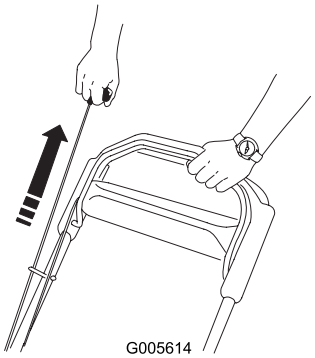

Figuur 18
3. Start de motor met de terugloopstarter (Figuur 18).